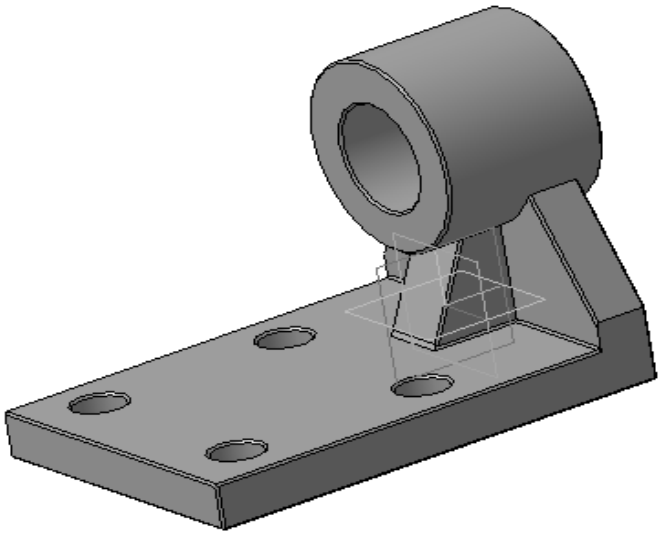

Рисунок 6 – Эскиз базовой детали
- эскиз базовой детали может содержать один или несколько контуров. Если контур один, то он может быть незамкнутым, если их несколько- все они должны быть замкнутыми, причем один наружный, остальные вложенные, рисунок 6.